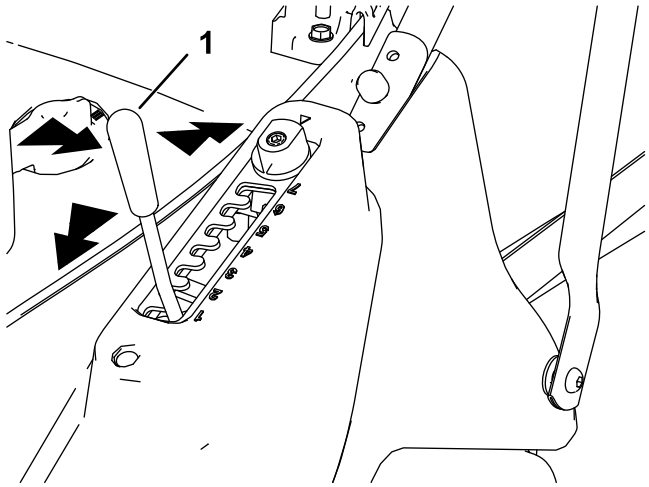

Figuur 11
1. Trek de maaihoogtehendel opzij uit de inkeping (Figuur 11).
2. Druk de hendel naar voren om de maaihoogte te verkleinen of naar achteren om deze te verhogen (Figuur 11).
3. Laat de hendel los als de gewenste instelling bereikt is en controleer of de hendel in 1 van de 7 inkepingen geborgd wordt (Figuur 11).